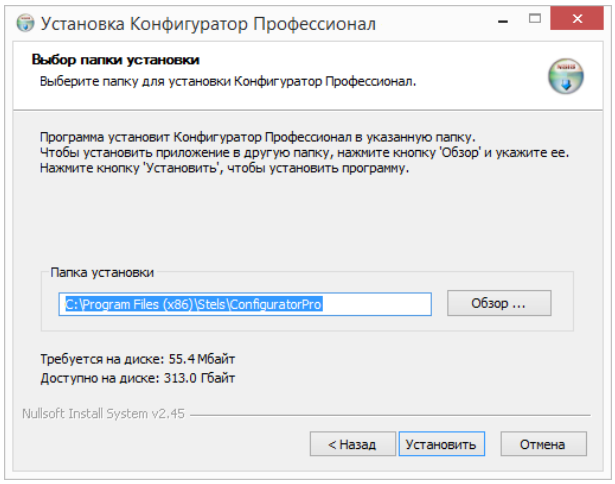

Рисунок 4.2 — Окно *Выбор папки установки*
2. В следующем окне укажите папку установки и нажмите кнопку Установить (см. рисунок 4.2).